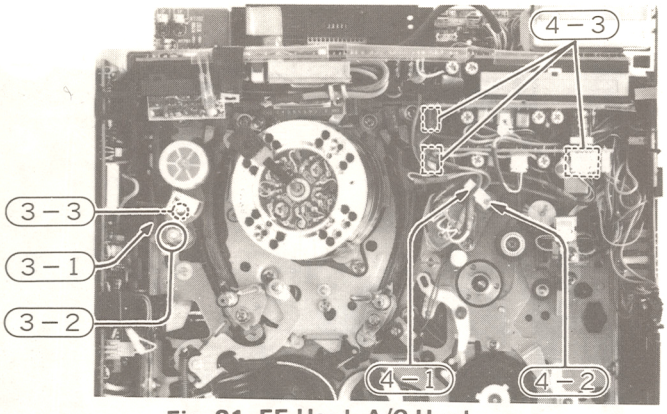

**Fig. 21 FE Head, A/C Head**
**4. Audio/control head (A/C Head) (Figs. 21, 22)**
### 3. Full erase head (FE Head) (Fig. 21)